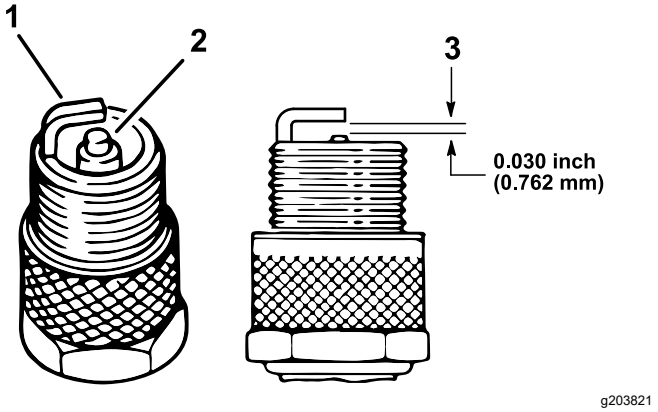

**Figur 37**
4. Kontroller tilstanden til elektroden på siden, elektroden i midten og elektrodeisolatoren i midten for å sikre det ikke er skader (Figur 37).
5. Still inn elektrodeavstanden mellom midten og siden på elektrodene til 0,762 mm, som vist i Figur 37.